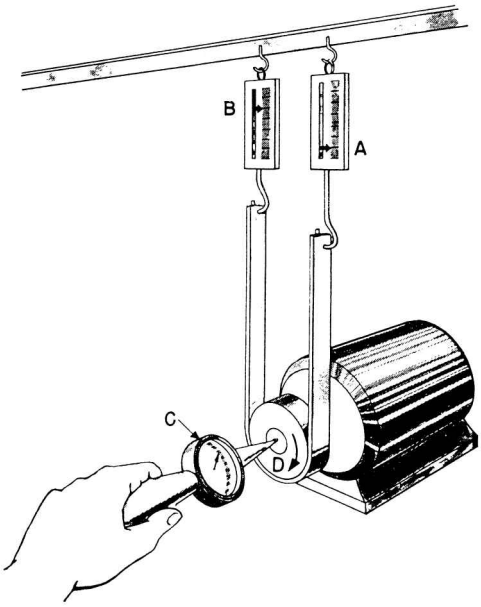

Figure 8-3.—A prony brake.
You have probably seen the horsepower rating plates on electric motors. You may use several methods to determine this rating. One way to find the rating of a motor or a steam or gas engine is with the use of the prony brake. Figure 8-3 shows you the prony brake setup. A pulley wheel is attached to the shaft of the motor and a leather belt is held firmly against the pulley. Attached to the two ends of the belts are spring scales. When the motor is standing still, each scale reads the same—15 points. When the pulley turns in a clockwise direction, the friction between the belt and the pulley makes the belt try to move with the pulley. Therefore, the pull on scale A will be greater than 15 pounds, and the pull on scale B will be less than 15 pounds.
You can find the number of revolutions by holding the revolution counter (fig. 8-3, C) against the end of the shaft for 1 minute. This counter will record the number of turns the shaft makes per minute. The distance (D) that any point on the pulley travels in 1 minute is